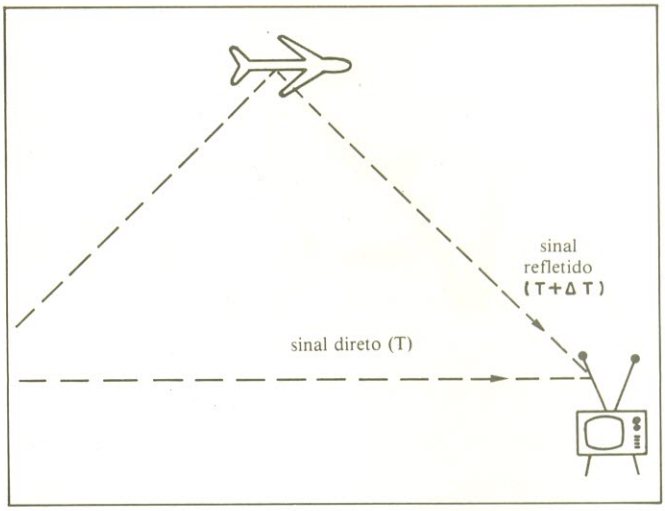

**Fig. 2** — Diferentes percursos de dois sinais, um direito e outro refletido.
*Quando um sinal refletido atinge uma antena receptora com intensidade significativa em relação ao sinal direto (simultaneamente), temos então caracterizada a aparição da imagem fantasma, isto é: sobreposta à imagem principal e ligeiramente deslocada, surge uma segunda imagem, oriunda da recepção do sinal refletido. Esse ligeiro deslocamento entre as duas imagens é proporcional ao retardo de tempo entre esses dois sinais. Em outras palavras: o sinal direto, ao percorrer a distância entre a antena transmissora e a receptora, gasta um certo tempo "T", ao passo que o sinal refletido, por ter feito um percurso maior, gastou um tempo maior: "T + Δ t" (fig. 2).*